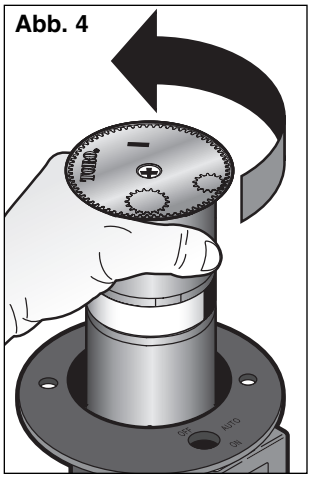

Abb. 4
2. Den linken Anschlagspunkt ausfindig machen, indem der Drehkopf sowie wie möglich gegen den Uhrzeigersinn gedreht wird. Der linke Anschlag ist der feste Anschlag des Wurfbogens. Siehe **Abb. 4**.
Der Drehkopf kann auch zur Einstellung des linken Anschlags eingestellt werden. Wenn der linke Anschlag nicht weit genug links liegt, den Drehkopf gegen den Uhrzeigersinn drehen, bis er mit dem linken Bewässerungsrand übereinstimmt. Siehe **Abb. 4**.